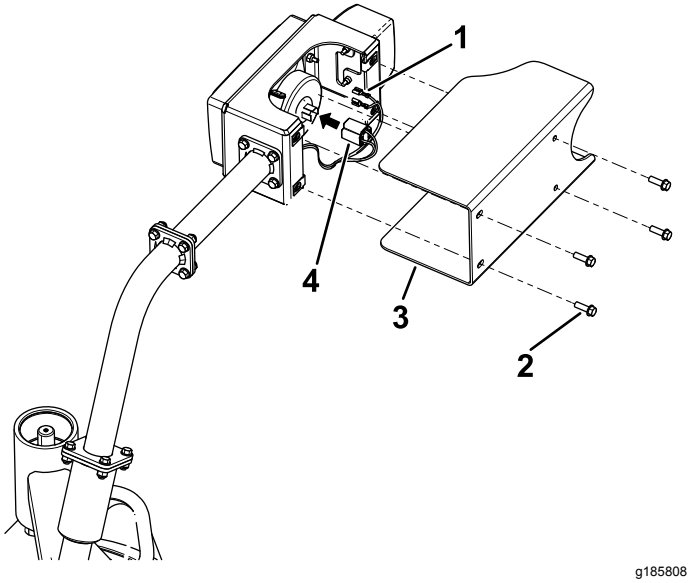

Rysunek 11
1. Zdejmij osłony z reflektorów (Rysunek 11).
4. Podłącz złącza elektryczne przednich świateł (Rysunek 11).
5. Zamontuj osłony świateł przednich (Rysunek 11).